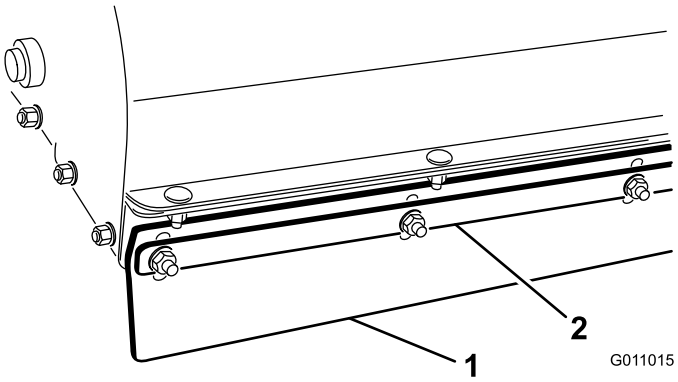

Figur 22
1. Løsn de møtrikker, der fastgør metalskinnen og frontflappen til børstehuset (Figur 22).